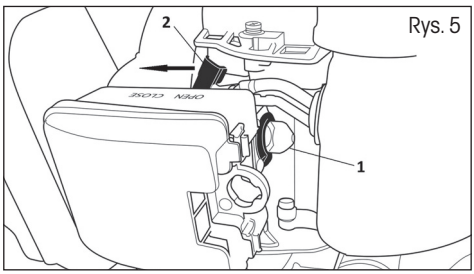

Rys. 5
4. W tym momencie ustaw dźwignię ssania z powrotem do pozycji OPEN (Rys. 5) i pociągając ponownie za linkę rozrusznika uruchom silnik.